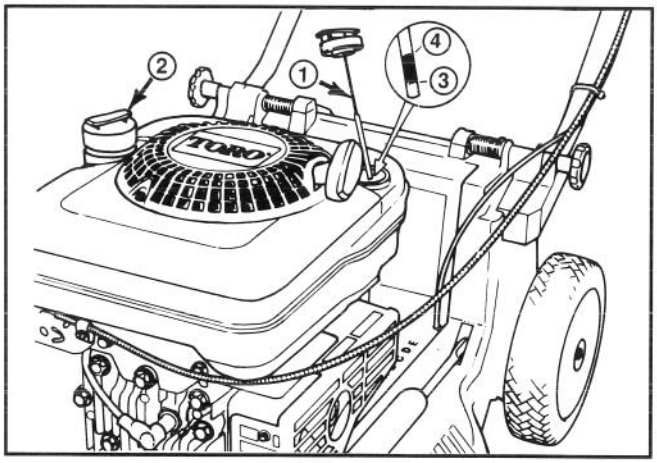

**Abbildung 7**
Vor jedem Gebrauch sicherstellen, daß sich der Ölstand zwischen VOLL und NACHFÜLLEN befindet (Abb. 7). Öl nachfüllen, falls der Ölstand zu niedrig ist.
**3.** Den Ölmeßstab abwischen und in den Einfüllstutzen stecken. Die Verschlußkappe um eine Vierteldrehung drehen. Den Meßstab wieder herausziehen und den Ölstand prüfen (Abb. 7). Ist der Ölstand niedrig, den Ölstand nur bis zur VOLL-Markierung auffüllen. **NICHT ÜBER DIE VOLL-MARKIERUNG ANFÜLLEN, DENN DER MOTOR KÖNNTE BEIM STARTEN BESCHÄDIGT WERDEN; ÖL LANGSAM EINFÜLLEN.**
**1.** Rund um den Kraftstofftankverschluß reinigen und die Kappe vom Tank entfernen (Abb. 7). Bei bleifreiem Benzin den Kraftstofftank bis 13 mm unter den Einfüllstutzen füllen.
**1.** ÖLSTAND PRÜFEN—Ölstand, wie auf dem Ölmeßstab gezeigt, zwischen VOLL und NACHFÜLLEN halten (Abb. 7).
**2.** SCHNEIDEN UND AUFFANGEN—Beste Ergebnisse werden erzielt, wenn nur etwa 1/3 des Grashalms geschnitten wird. Wird langes Gras geschnitten, empfiehlt sich die höchste Schnitthöheneinstellung (E) für den ersten Mähgang. Danach ist das Gras mit einer üblichen Schnitthöhe noch einmal zu mähen. Wird zu langes Gras gemäht, kann der Mäher verstopfen und der Motor abgedrosselt werden.